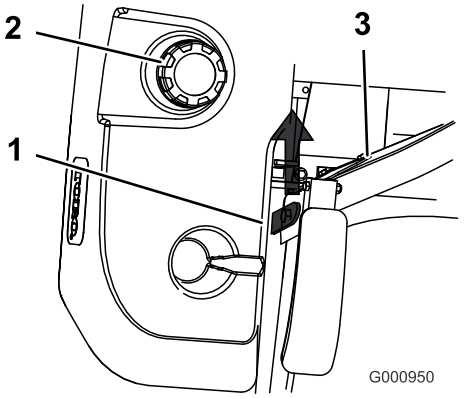

Figur 28
3. Höj upp sätet. Detta ger åtkomst till maskinen under sätet (Figur 28).